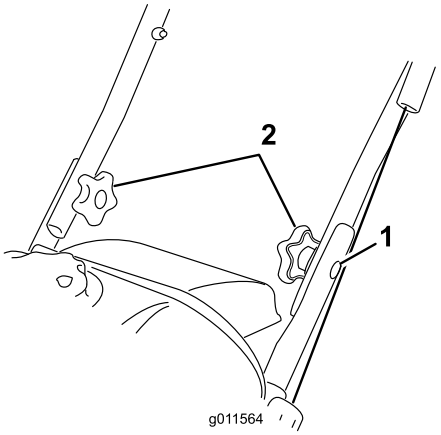

**Rysunek 4**
2. Włóż śruby z łbem grzybkowym w wyrównane otwory, łbami po zewnętrznej stronie uchwytu (Rysunek 4).
1. Śruba z łbem grzybkowym (2)
3. Załóż podkładki wygięte i pokrętła na śruby z łbem grzybkowym po wewnętrznej stronie uchwytu (Rysunek 4) i **mocno je dokręć**.